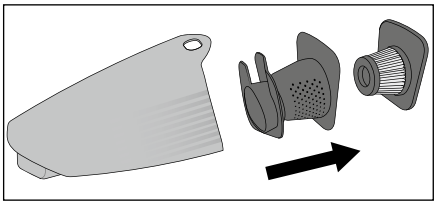

Abb. 3
- ► Um beste Ergebnisse zu erzielen, leeren Sie den Schmutzbehälter ❽ und reinigen Sie den HEPA-Filter ❻ regelmäßig.
- ► Falls Sie einen neuen HEPA-Filter ❻ benötigen, wenden Sie sich an unseren Service (siehe Kapitel „***Ersatzteile bestellen***“).
1) Um den Schmutzbehälter ❽ zu öffnen, nehmen Sie das Handteil ❹ aus der Handteilmulde ⓮.
2) Drücken Sie die Entriegelungstaste ⏏ ❺ und ziehen Sie gleichzeitig den Schmutzbehälter ❽ nach vorne ab.
3) Ziehen Sie zunächst den HEPA-Filter ❻ und dann den Grobfilter ❼ aus dem Schmutzbehälter ❽ heraus (Abb. 3). Klopfen Sie beide Teile über einem Mülleimer o. Ä. aus. Bei Bedarf können Sie den HEPA-Filter ❻ mit klarem Wasser abspülen. Lassen Sie ihn anschließend an der Luft vollständig trocknen.